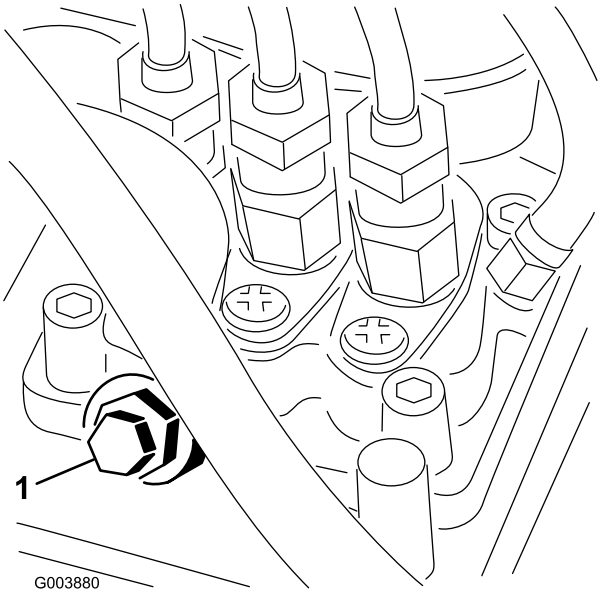

Figuur 22
3. Draai de ontluchtschroef op de brandstofinjectiepomp open (Figuur 22).